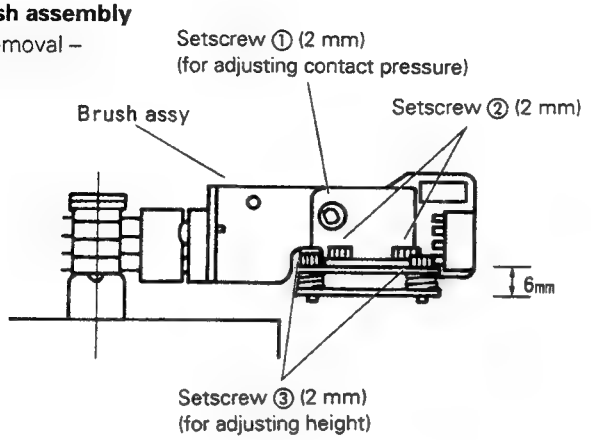

Fig. 2-3-6
– Reinstallation –	1) First of all, reinstall the brush assembly (A). 2) Confirm that the mount plate is positioned just 6 mm apart from the brush base as shown in Fig. 2-3-6. 3) Adjust the position of the brush so that its tip slightly contacts the slip ring, and tighten the setscrews ② to fix the brush. 4) Confirm that the brush is positioned in the center of the groove of the slip ring and parallel with the slip ling. 5) If not, adjust as follows. a) Loosen the setscrews ②. b) Set the bursh as its tip is positioned approximately 1 mm apart from the slip ring, and tighten the setscrew ②. c) Adjust the setscrews ③ so that the brush is positioned in the center of the slip ring's groove and in parallel with the slip ring. d) Loosen the setscrew ② and tighten the setscrews ② as the tip of the brush slightly contacts the slip ring. 6) As the brush's tip is in slight contact with the slip ring, turn the setscrew ① clockwise at an angle of 90° +45°. 7) In the same manner as above, reinstall the brush assembly (B).